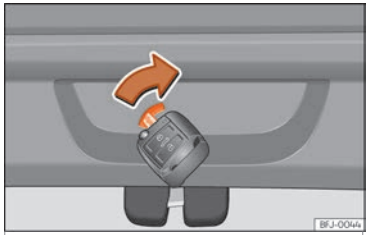

Fig. 11 Particolare del bagagliaio: sblocco di emergenza.
- Per sbloccare il portellone posteriore, inserire l'ingegno della chiave nell'apertura del portellone del bagagliaio e premere la leva di sbloccaggio nella direzione indicata dalla freccia. ››› **fig. 11**.